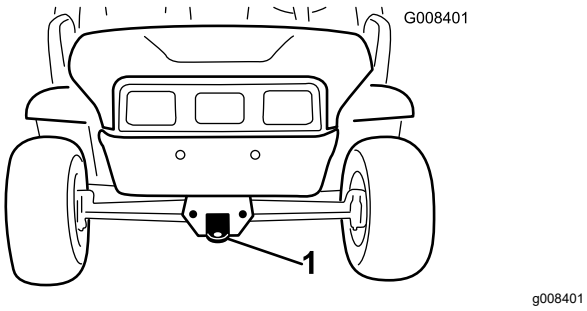
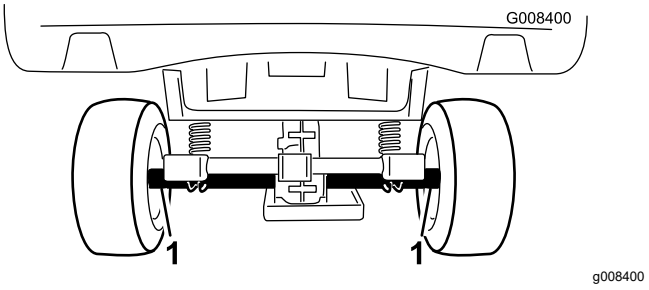

Figur 22
Figur 23
Brug en anhænger med ramper i fuld bredde for at flytte maskinen langt væk. Sørg for, at maskinen er forsvarligt bundet til anhængeren. Se Figur 22 og Figur 23 for at se placeringen af bindepunkterne på maskinen.
2. Sæt et bugsertov fast på anhængertrækstangen foran på maskinens stel (Figur 22).